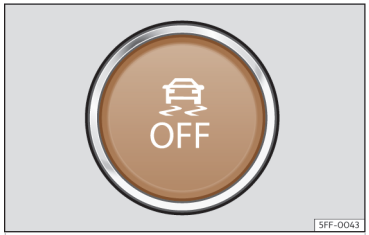

Abb. 118 Im unteren Bereich der Mittelkonsole: Taste zum Ein-/Ausschalten von ESC
- Zum Ein- und Ausschalten von ESC im Modus „Sport“, kurz die Taste in der Mittelkonsole drücken ››› **(Abb. 118)**.
- Zum Ein- und Ausschalten von ESC, die Taste in der Mittelkonsole länger drücken ››› **(Abb. 118)**.